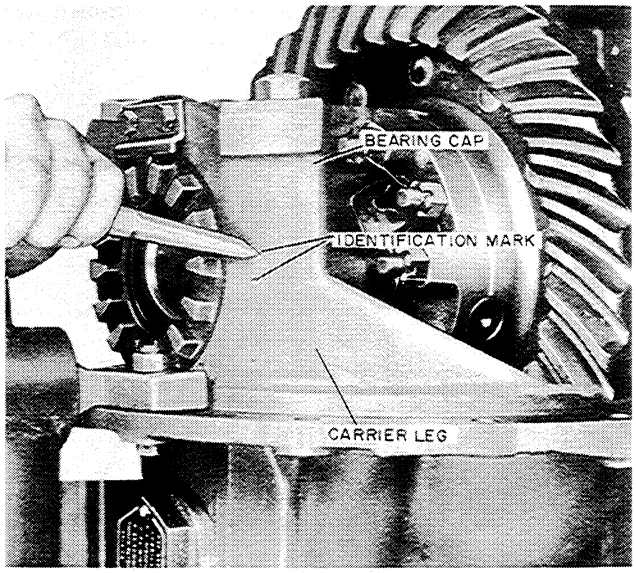

Figure T-30
3. Center punch one differential carrier leg and bearing cap for identification during assembly, Figure T-30.